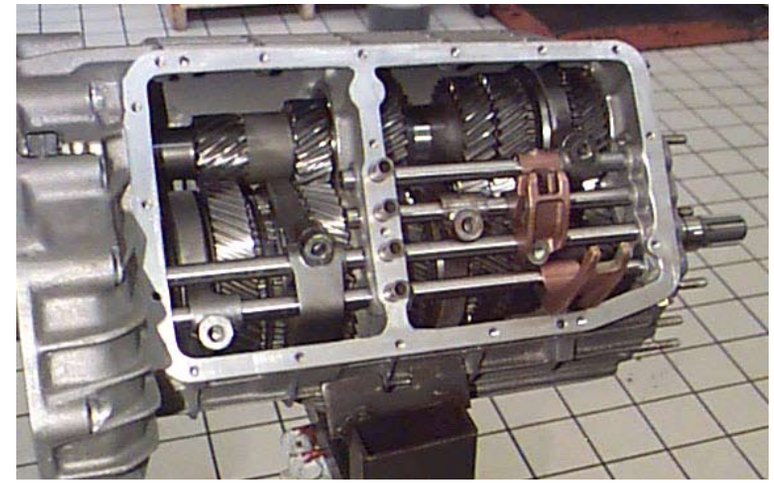

Fig.7
12. Once the control rods have been introduced the gearbox is as shown in the figure (**Fig.7**).